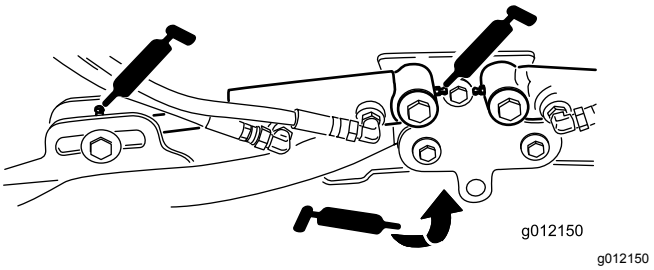

Figur 39
- Løftearmsylindre for klippeenheten (2 hver) (Figur 39)
- Løftearmsdreietapper (1 hver) (Figur 39)